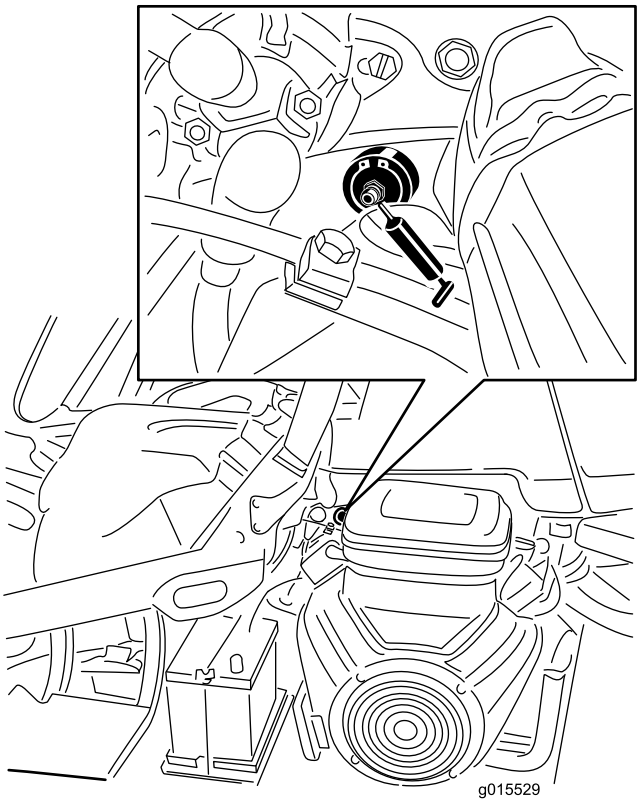

Figur 42
1. Tør smøreniplen ren, så der ikke kan komme fremmedlegemer ind i lejet eller bøsningen (Figur 42).